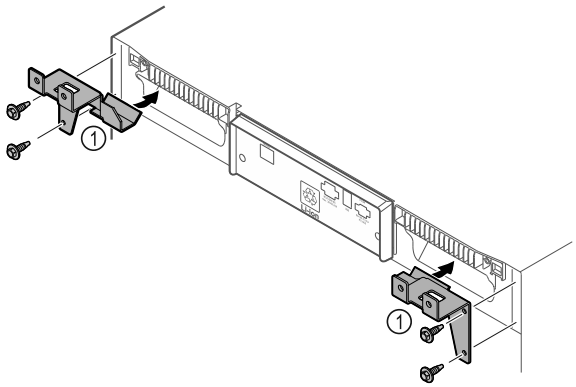

*Fig. 52*
▶ Montați părțile de susținere *Fig. 52 (1)* pe aparat cu șuruburile autofiletante.